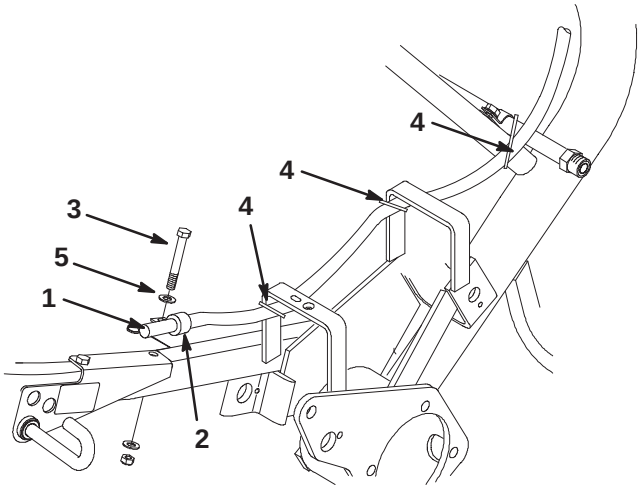

Figure 8
5. Loosely install an R-clamp, bolt (3/8 x 3 in.), and washer in the rear hole of the lockout bracket using the hardware you removed previously (Fig. 8).
6. Route the harness through the R-clamp, under the left cover plate and up under the control panel (Fig. 8).
7. Tighten the R-clamp bolt and secure the harness to the frame using cable ties as needed (Fig. 8).